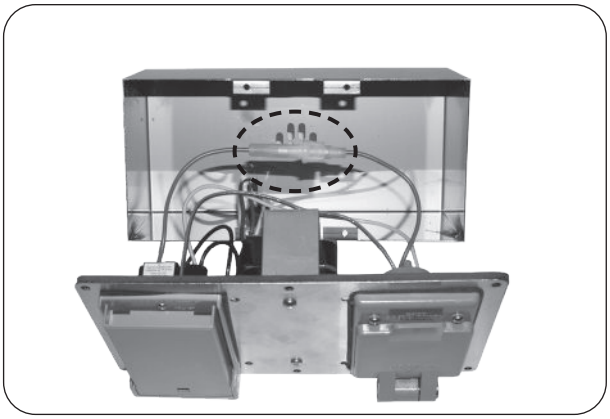

Fig. 46-4 Carefully open box and replace fuse (red wire)
5. Carefully open the box by pulling its cover away. You may need to feed the wire harness into the box to provide enough slack to open on the other end. Then “push in and twist” the fuse holder (red wire), exposing the fuse. See Fig. 46-4.